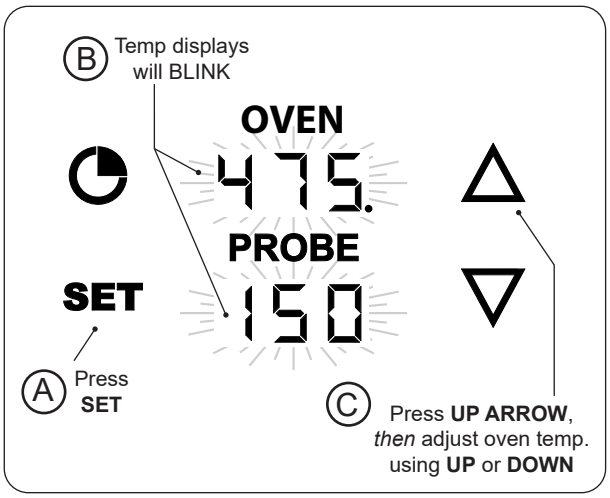

Fig. 33-1 Set grilling temp.
1. With the thermometer **on**, press the **SET** button once. The OVEN and PROBE displays will blink. (While blinking, either area can be selected to enter their settings.) See Fig. 33-1, A and B.
2. Press the **UP ARROW** to select the oven temp settings, *then* use the up or down arrows to set the desired temp. (Fig. 33-1, C).